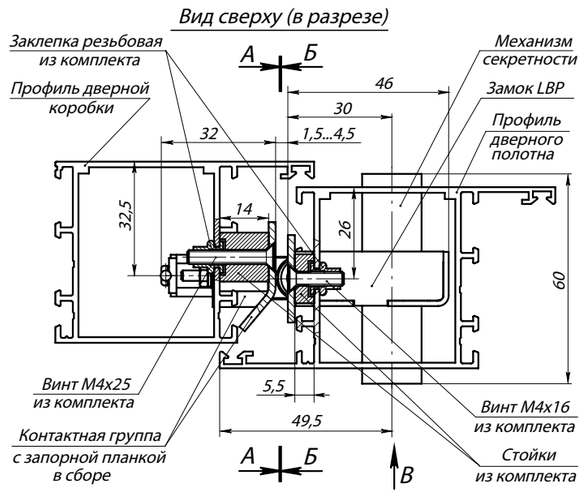

**Рис. 3. Замок с контактной группой PERCo- BP2 в сборе (виды А, Б и В изображены на установочных шаблонах)**
- профили дверного полотна AGS68_6863, AGS50_5213 и профили дверной коробки: AGS68_6864, AGS50_5215 (ООО «Агрисовгаз»), или аналогичные им по своему сечению (см. рис. 3).
4. **Для замка с запорной планкой PERCo-BP2.** Установите замок (1) в заранее подготовленный паз в профиле дверного полотна. Подложите под точки крепления замка стойки из комплекта поставки, после чего закрепите замок винтами М4х16 (5) (см. рис. 3).